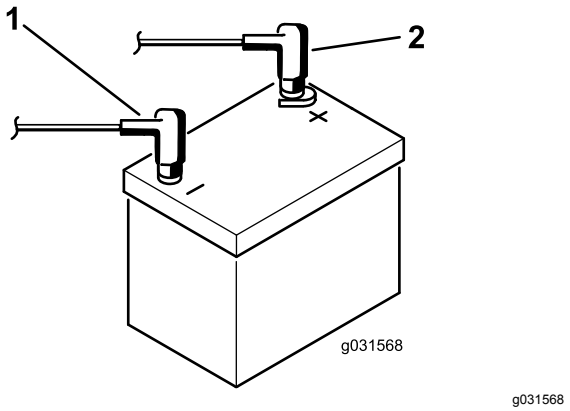

Figura 4
8. Collegate il cavo positivo (rosso) al terminale positivo (+) e il cavo negativo (nero) al terminale negativo (–) della batteria e fissateli con i bulloni e i dadi (Figura 4).